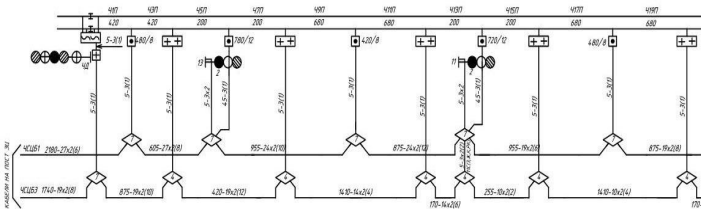

Рисунок 11 – Фрагмент путевового плана перегона
15. Дан фрагмент путевого плана перегона с рельсовыми цепями тональной частоты (Рис. 11). Определить номиналы несущих и модулирующих частот, а также объяснить их выбор;